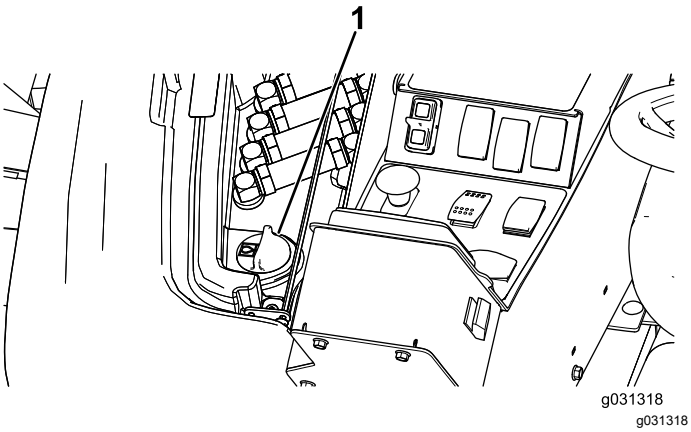

Figuur 130
2. Til het deksel van de dop van de hydraulische tank aan de rechterkant van de machine omhoog (Figuur 130).
3. Reinig de omgeving van de vulbuis en de dop van de hydraulische tank (Figuur 130).